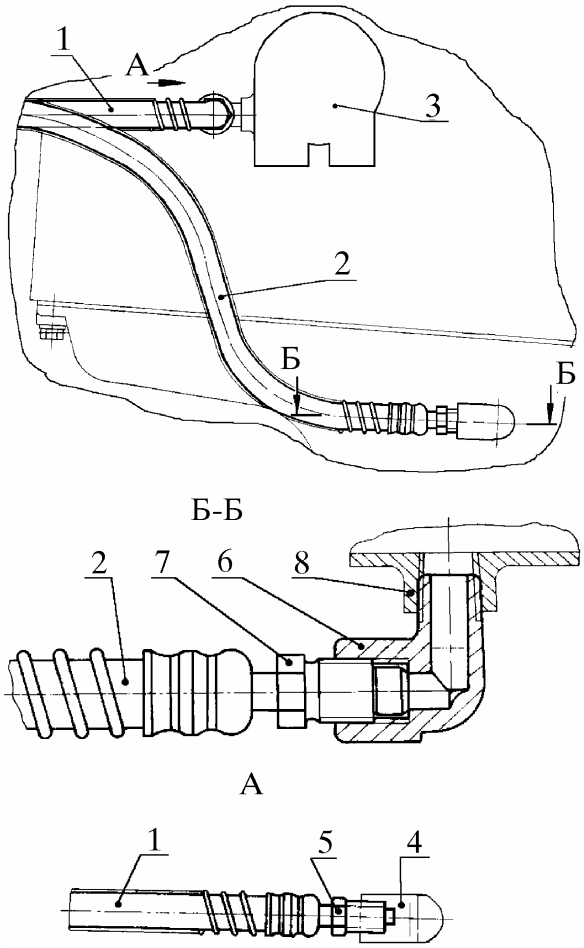

Рис. 24. Отсоединение шлангов масляного радиатора:
4.22.1. Отсоединить шланг 1 (рис. 24), вывинтив соединительную гайку 5 из штуцера 4 термоклапана 3